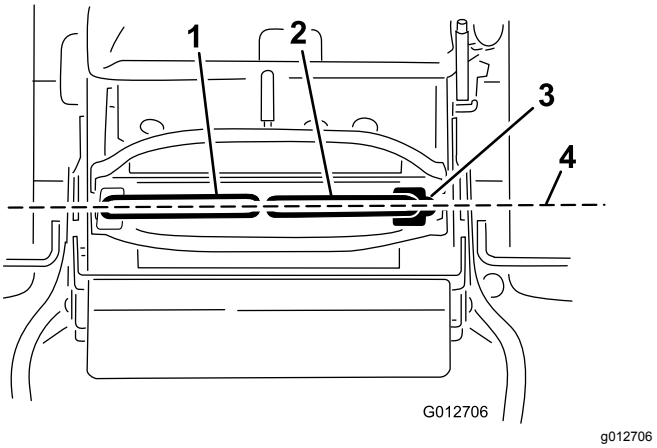

**Figur 70**
***Vigtigt:*** **Kontroller, at plæneklipperens sporing er korrekt efter justering af bevægelseshåndtagene. Justering af sporing og indstilling af bevægelseshåndtagene for til bag er samme procedure (Figur 70).**
1. Når den vandrette justering er gennemført, skal justeringen for til bag kontrolleres ved at skubbe bevægelseshåndtagene en smule fremad for at opfange evt. slæk i bevægelseshåndtagenes ledforbindelser (Figur 70).